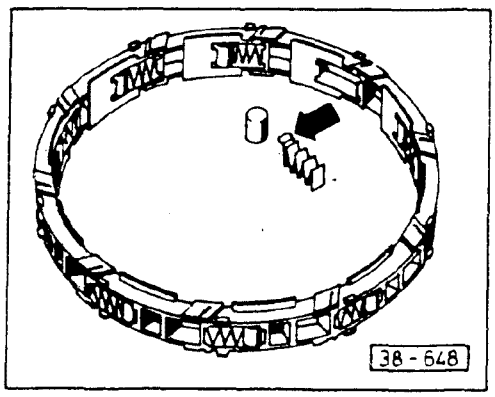

Fig. 2 Springs/rollers, installing
▶ **Fig. 2 2nd gear brake band piston cover, identification**
▶ **Fig. 2 Forward clutch drum, assembling**